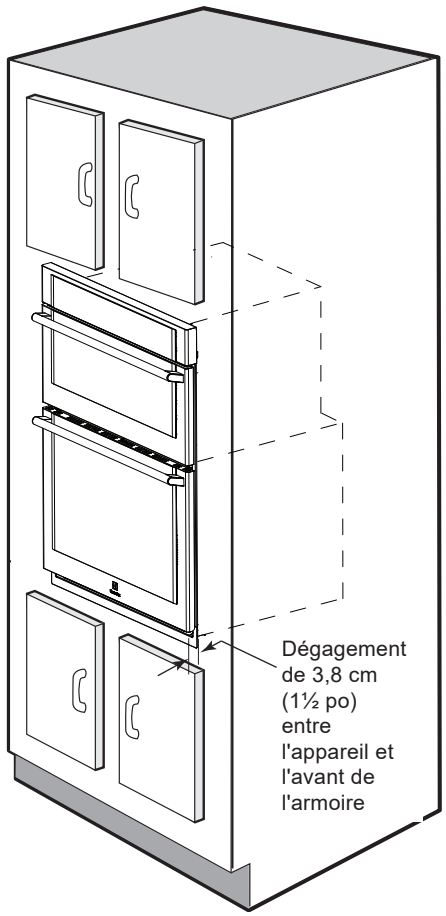

Figure 6: Installation dans une armoire
3. Insérez le four dans l'ouverture de l'armoire. Faites glisser le four vers l'intérieur en laissant un espace de 1½" (3,8 cm) entre le four et l'avant de l'armoire (voir Figure 6).